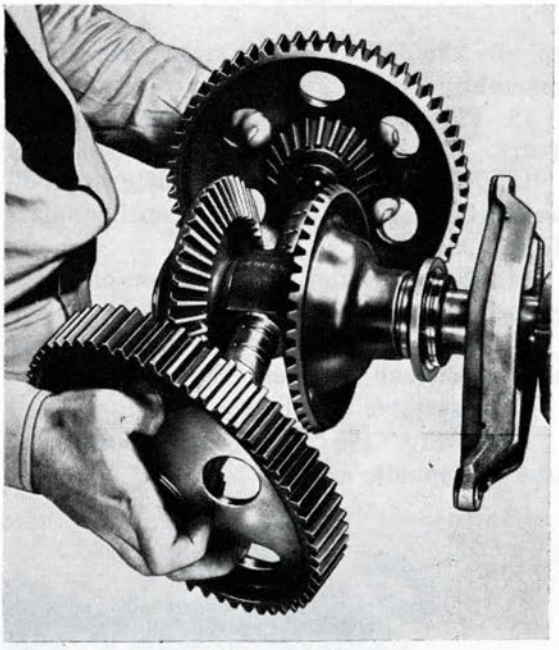

Figure 196
11. Place main driving gears over crosshead spindles and bushings in such a way that when a spirit level is laid across the teeth of both main driving gears and registers level, the driving pinions are in full mesh with the forward and after bevel gears (Figs. 196 and 197).